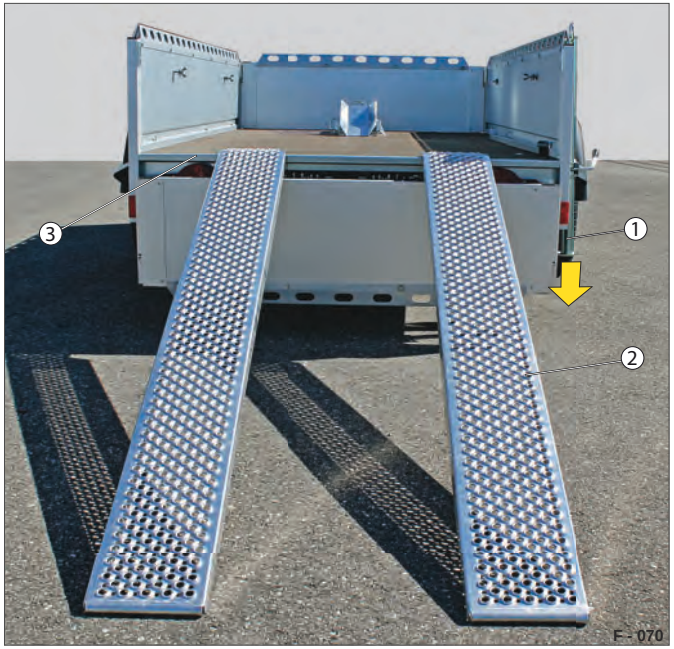

Fig. 73 Sikkerhed ved betjening
– Støtteanordninger (Fig. 73 /1) er anbragt i støttestilling - Stabilitet er givet.
– Opkørselshjælpemidler, f.eks. opkørselsskinner / opkørselsplanker (Fig. 73 /2) er anbragt i overensstemmelse med sporvidden på køretøjet, der skal op på anhængeren.
– Opkørselshjælpemidlerne er sikret på ladkanten (Fig. 73 /3), så de ikke kan skride.